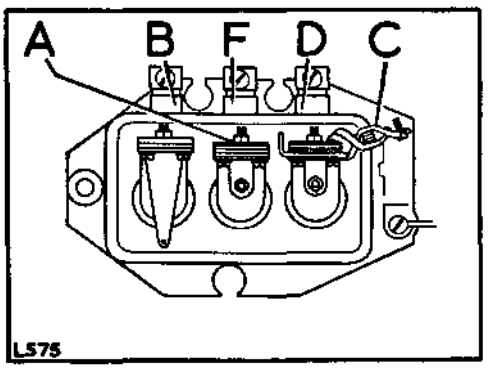

**Fig. N1-38. Short-circuiting voltage regulator contacts**
9. When setting the current regulator on the vehicle, the dynamo must be made to develop its maximum rated output, whatever the state of charge of the battery might be at the time of setting. The voltage regulator must therefore be rendered inoperative. To do this, the voltage regulator contacts should be short-circuited with a clip large enough to bridge the outer armature assembly securing screw and the insulated fixed contact bracket, as shown in Fig. N1-38.